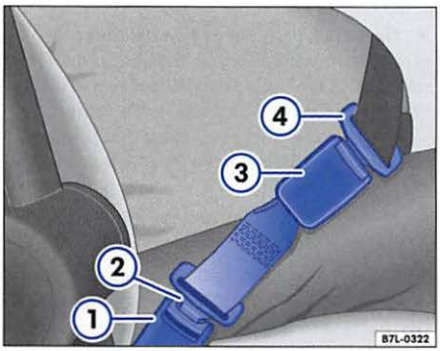

Fig. 17 Attached safety belt extender to the vehicle's safety belt
– Insert the metal tongue of the extender into the respective safety belt buckle ⇒ fig. 17 ①.
– Grasp the belt tongue of the safety belt ④ and pull the belt in a continuous slow motion across your chest and lap.
– Insert the safety belt tongue ④ into the buckle of the extender ③ and push down until it is securely locked with an audible click.
① Safety belt buckle ⇒ fig. 17
② Tongue of extender ⇒ fig. 17
③ Buckle of extender ⇒ fig. 17
④ Vehicle safety belt ⇒ fig. 17